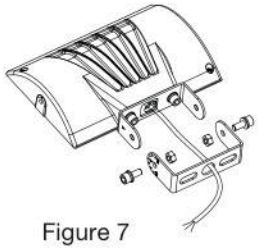
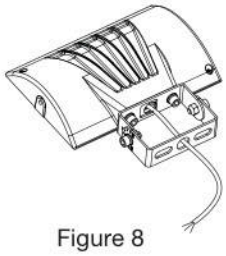

Figure 7
Figure 8
STEP 2: Secure the fixture to other yoke hardware and secure with screws (Figure 7). Yoke attachment is complete (Figure 8).
ÉTAPE 2: Fixez le luminaire à l'autre ferrure de l'étrier et fixez-le avec des vis (Figure 7). La fixation de l'étrier est terminée (Figure 8).